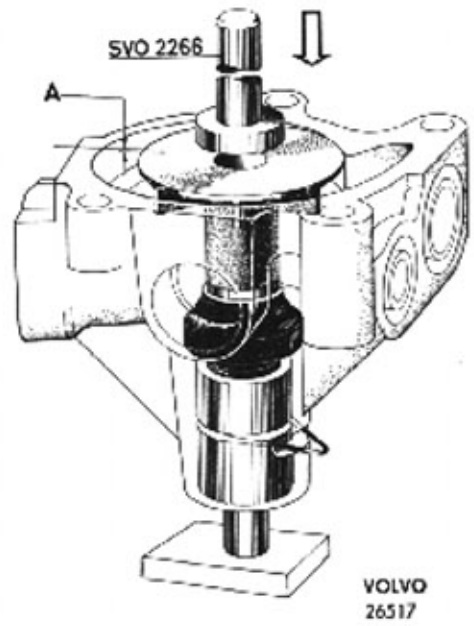

Bild 26-11. Montering av skovelhjul
3. Pressa på skovelhjulet med dorn SVO 2266 så långt att hjulet ligger jämnt med eller nedd till 0,4 mm under pumphusets plan. Nederändan av axeln skall vila mot ett mothåll. Se bild 26-11.